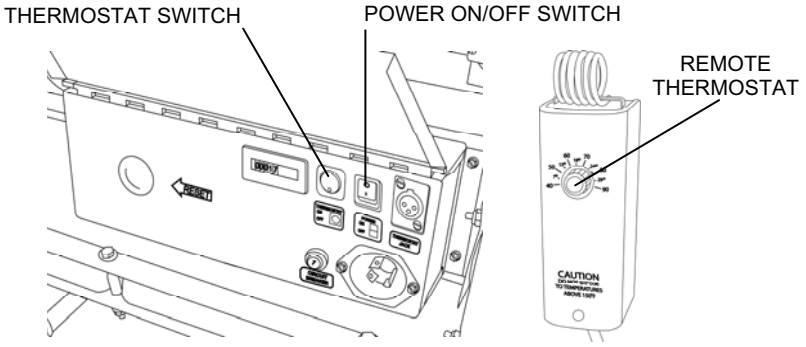

Figure 11. Diesel Fuel-Fired Heater Controls.
3. Start the diesel fuel-fired heater as follows (Figure 11):